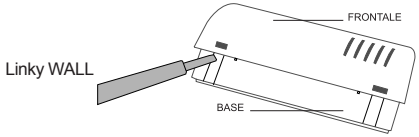

Fig.1
1. Inserire un piccolo cacciavite a taglio tra la base e la parte frontale di Linky, nelle apposite guide presenti nella base e fare leva per sbloccare i due dentini plastici. Applicare una leggera torsione con il cacciavite tra il dentino ed il foro, ma non premere direttamente sul dentino per non romperlo (Fig.1).